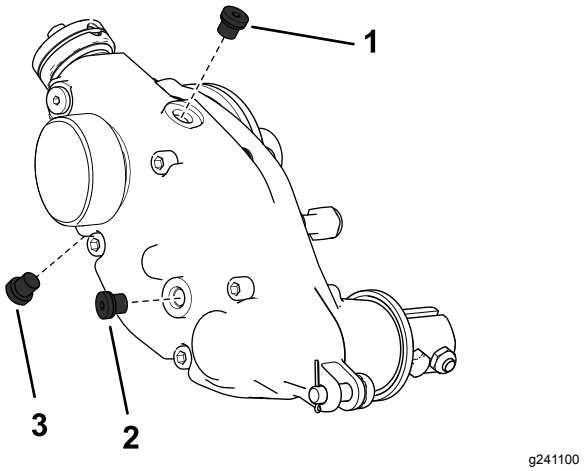

Figura 27
2. Retire el tapón de vaciado en la parte inferior de la carcasa (Figura 27).
3. Retire el tapón de llenado del lado de la carcasa y afloje el tapón de ventilación de aire en la parte superior, de modo que pueda pasar el aire (Figura 27).